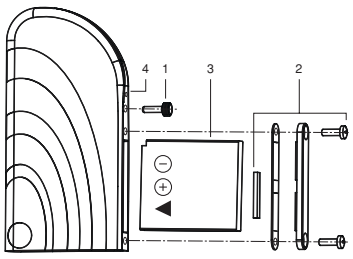

Fig 3.
Pièces détachées du palpeur sans fil (Fig. 3)
Avant la première utilisation, charger le palpeur durant 8 heures au moins au moyen du chargeur disponible en option. Le palpeur est livré avec un bouton d'activation, lequel fait également office de protection d'étanchéité lorsque l'alimentation sur secteur (1) n'est pas branchée (Fig. 3).
Pour enclencher le palpeur, retirer le bouton avant de le ré-enficher. La lampe-témoin (4, Fig. 3) clignote un court instant. Deux situations se présentent alors :